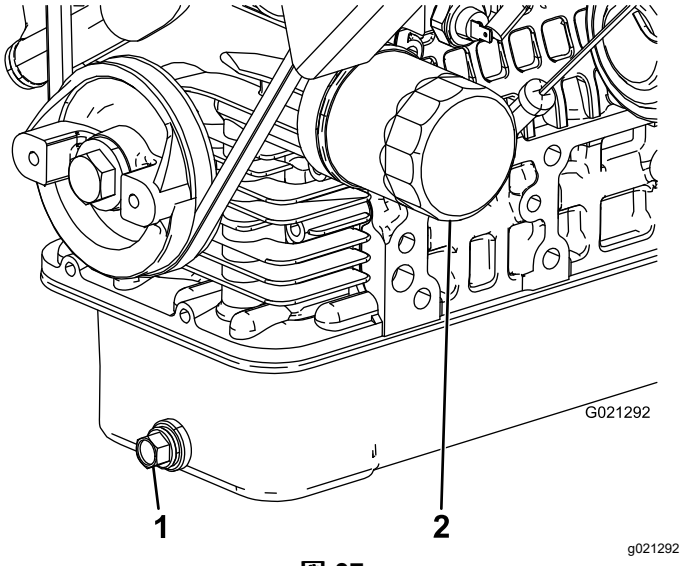

**図 37**
2. ドレンプラグを外してオイルを容器に受ける(図 37) 。
4. オイルフィルタを外す図 37。